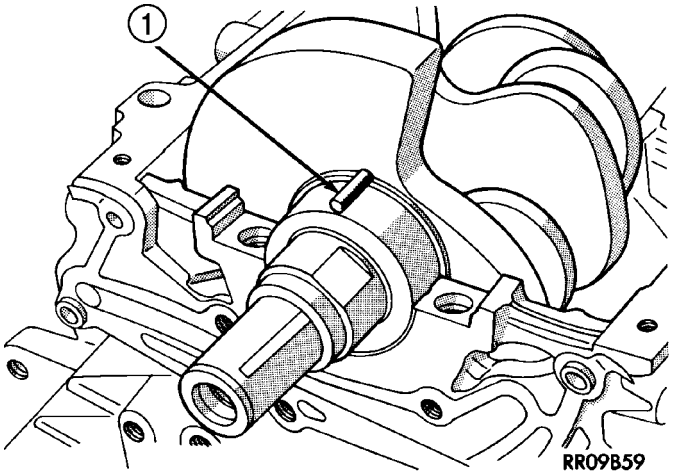

Fig. 4 Plastigage Placed in Lower Shell—Typical
(1) Remove oil film from surface to be checked. Plastigage is soluble in oil.
(2) Place a piece of Plastigage across the entire width of the bearing shell in the cap approximately 6.35 mm (1/4 in.) off center and away from the oil holes (Fig. 4). (In addition, suspected areas can be checked by placing the Plastigage in the suspected area). Torque the bearing cap/bed plate bolts of the bearing being checked to the proper specifications.
(3) Remove the bearing cap and compare the width of the flattened Plastigage with the metric scale provided on the package. Locate the band closest to the same width. This band shows the amount of clearance in thousandths of a millimeter. Differences in readings between the ends indicate the amount of taper present. Record all readings taken. Compare the clearance measurements to specsifications found in the engine specifications table(Refer to